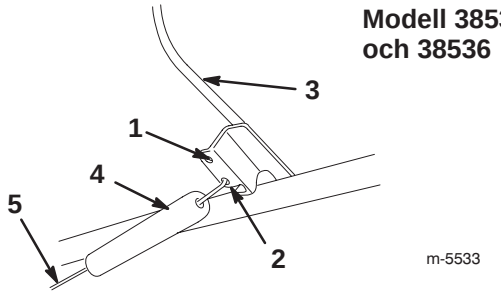
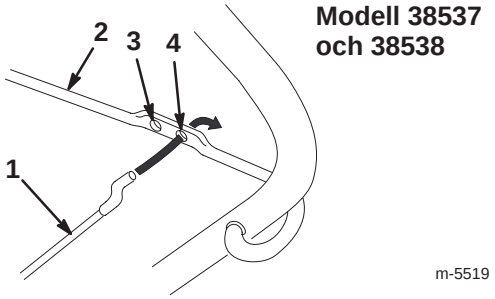

Figur 7
Figur 8
4. Sätt in reglagevajerns lösa ände i det nedre hålet i manöverreglaget. Se figur 7 (Modell 38535 och 38536) eller figur 8 (Modell 38537 och 38538).